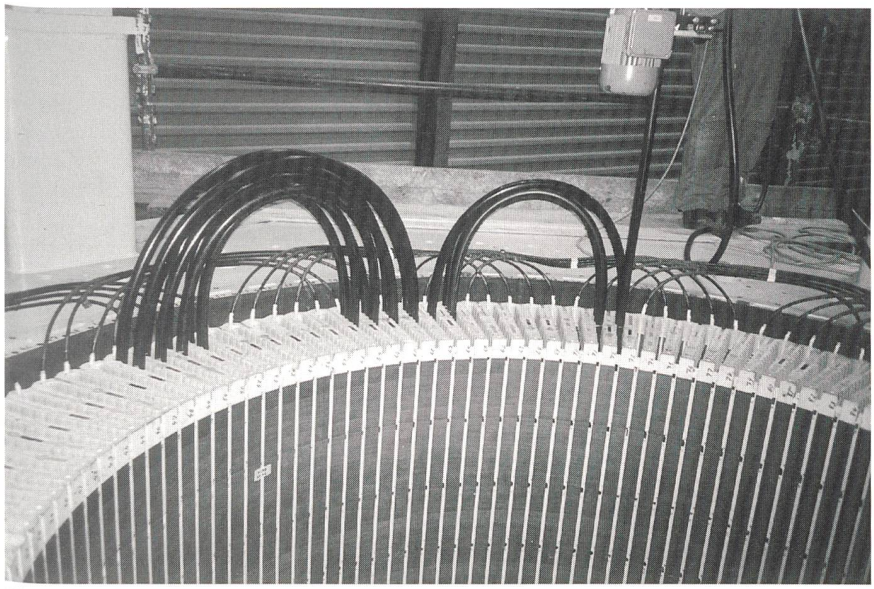

Bild 4 Stator für das Wasserkraftwerk Porjus – hier wird das Kabel durch die Bohrungen geschlauft.
- Die Herstellung der Wicklung ist einfach; das Starkstromkabel wird durch die zylindrischen Nuten im Statorblechpaket geschlauft (Bild 4).